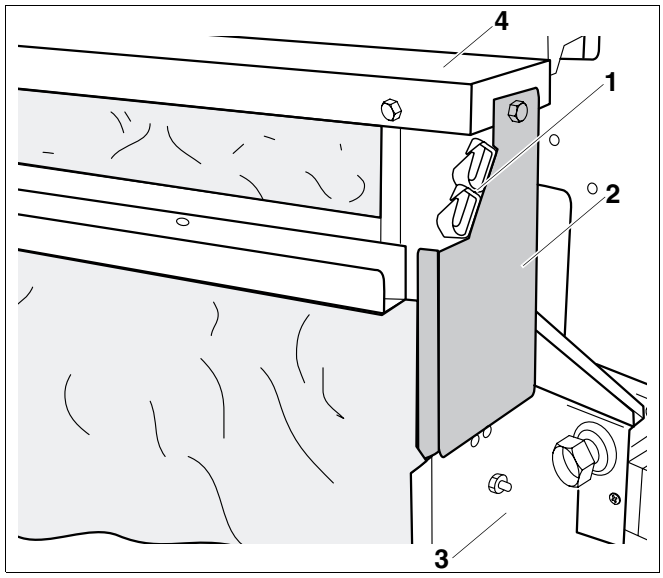

Afb. 58 Afdekplaat monteren
- Schuif de afdekplaten (afb. 58, **pos. 2**) achteraan links en rechts in de rugwand (afb. 58, **pos. 3**) en schroef ze bovenaan aan de zijdelingse ketelafdekkappen (afb. 58, **pos. 4**). Maak de rugwand eventueel wat los.
- Schroef de kabelhouder (afb. 58, **pos. 1**) vast.